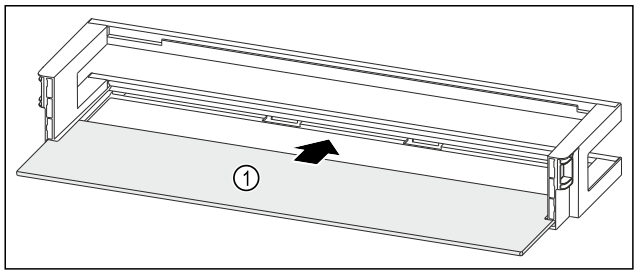

Fig. 173 Door rack with shelf
- ▶ Push the shelf *Fig. 173 (1)* into the side recesses.